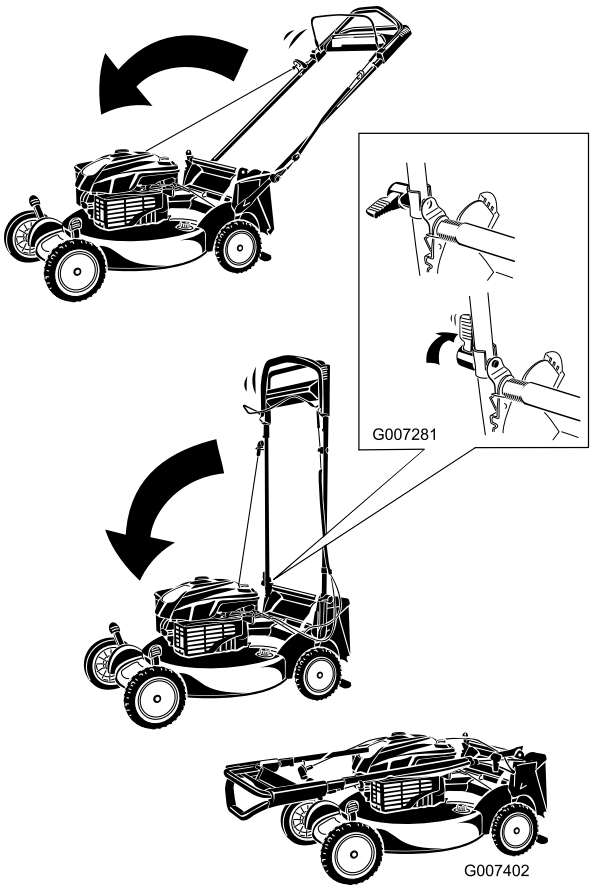

Figuur 42
1. Draai de handgreep naar voren (Figuur 42).